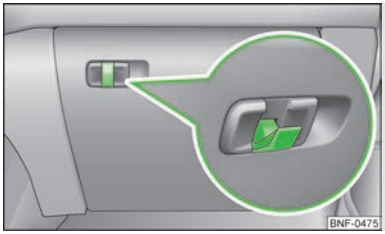

Fig. 52
There is a foldable hook in the opening lever of the storage compartment on the front passenger's side » Fig. 52 which is used to suspend smaller items of luggage, e.g. bags, etc.
- The storage compartment cannot be opened if the hook is folded forward » Fig. 52.